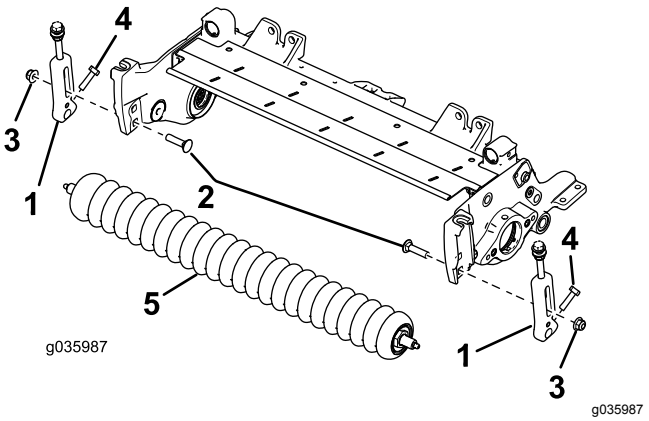

Figur 5
6. Ta bort vagnsskruvarna och låsmuttrarna som håller fast klipphöjdsfästena vid klippenhetens sidoplåtar (Figur 5).
7. Lossa de skruvar som håller fast klipphöjdsfästena vid den främre rullens axel (Figur 5).
8. Ta bort de monterade klipphöjdsfästena och den främre rullen från klippenhetens sidoplåtar (Figur 5).